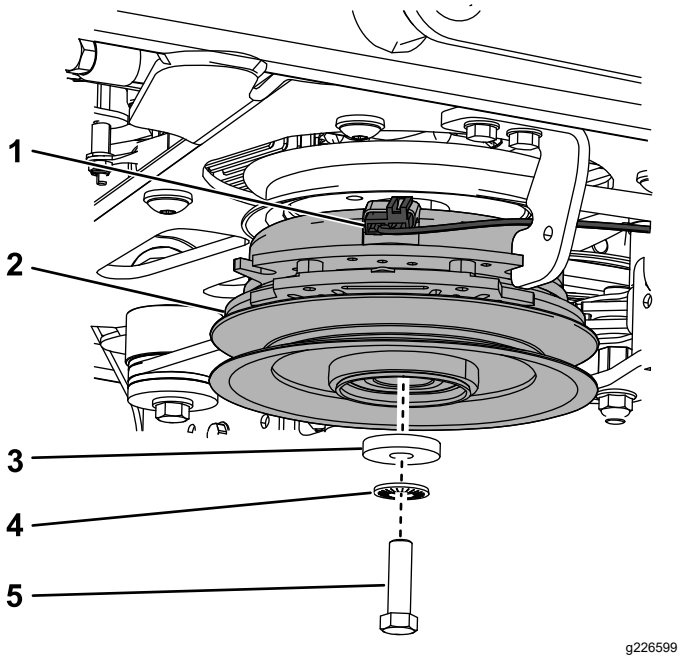

Figura 95
A. Desenchufe el arnés de cables del embrague (Figura 95).
B. Retire el perno, la arandela, la arandela de muelle y el embrague (Figura 95).